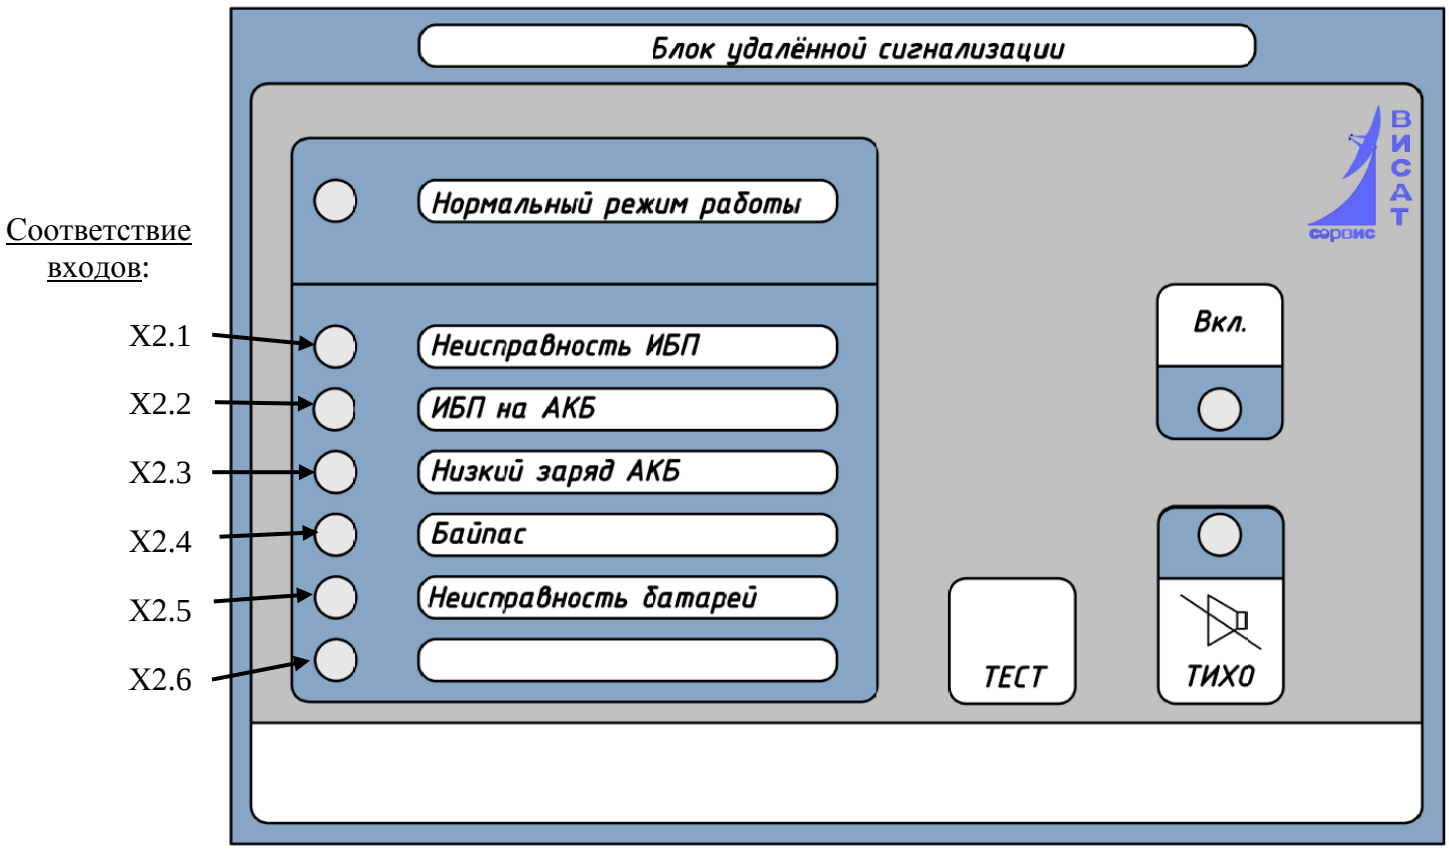

Рисунок 2 – Лицевая панель
- светодиоды для световой индикации ошибок и состояния БУС (рисунок 2);
- кнопка ТЕСТ и кнопка отключения звука (рисунок 2).